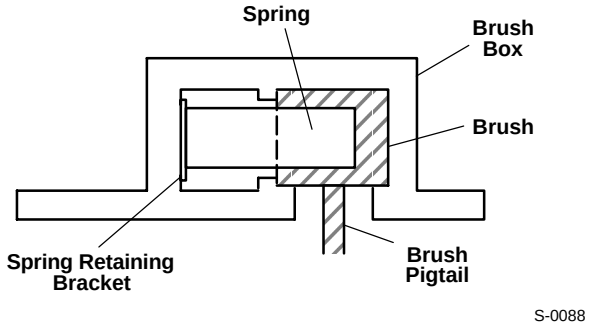

Figure 7-2. View Of Spring Assembly And Brush When Brush Cap Is Opened
7-5. BRUSH INSPECTION AND REPLACEMENT Figures 7-2 And 7-3)
11. Be sure that the spring is in the proper position as shown in Figures 7-2 and 7-3.